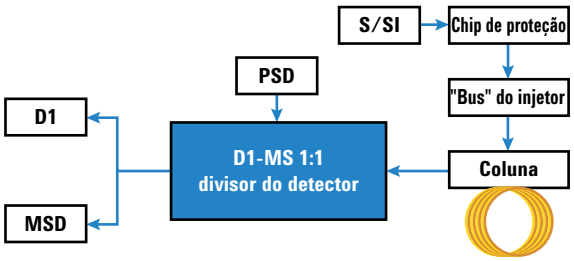

Figura 69 Diagrama de fluxo do Divisor do Detector D1-MS 1:1
O Divisor do Detector D1-MS 1:1 Intuvo é usado para dividir o efluente da coluna analítica em dois detectores diferentes, um detector operado a pressão atmosférica e o outro a pressão subambiente. O detector D1 pode ser qualquer um dos detectores atmosféricos suportados. O D2 é um espectrômetro de massa (MS). Consulte a Figura 69.